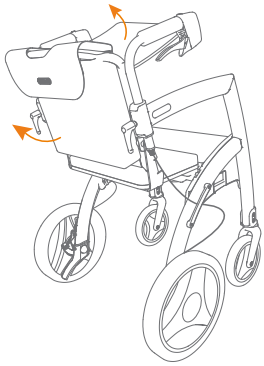
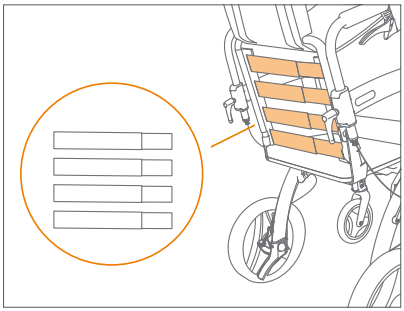

Figure 43: Relâcher les bandes.
Figure 44: Quatre bandes réglables au dos.
b. Détachez le velcro à l'arrière du dossier du kit chaise roulante en soulevant le sac du kit vers le haut. Tirez également le dossier vers le haut à partir du bas **(Figure 43)**. Les bandes de réglage sont maintenant clairement visibles **(Figure 44)**.